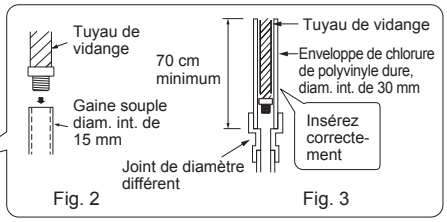

Fig. 2
- Si le tuyau de vidange fourni avec l'unité interne est trop court, connectez-le au tuyau de vidange (J) se trouvant dans le local d'installation. (Fig. 2)